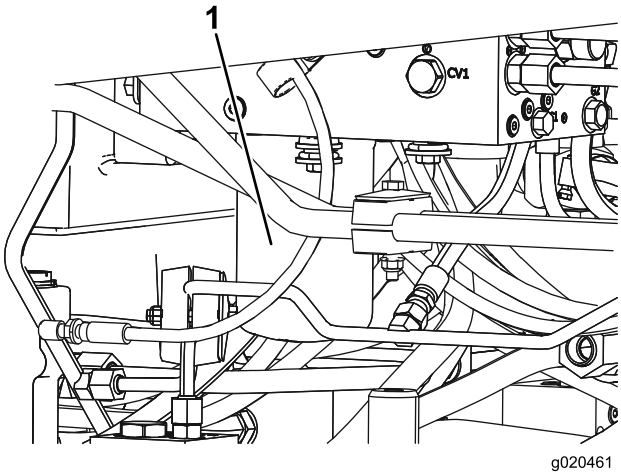

Figuur 74
5. Herhaal deze procedure bij het andere filter (Figuur 74).